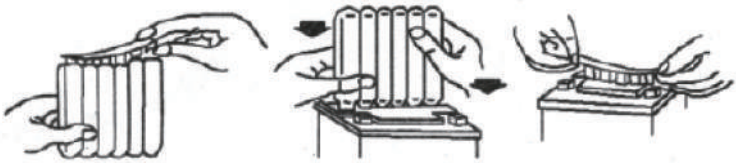

Рис. 1 *Рис. 2* *Рис. 3*
2. Снимите полоску-крышку заполнителя (Рис. 1) с бутылки, чтобы открыть серебристую защитную фольгу. Не снимайте фольгу.